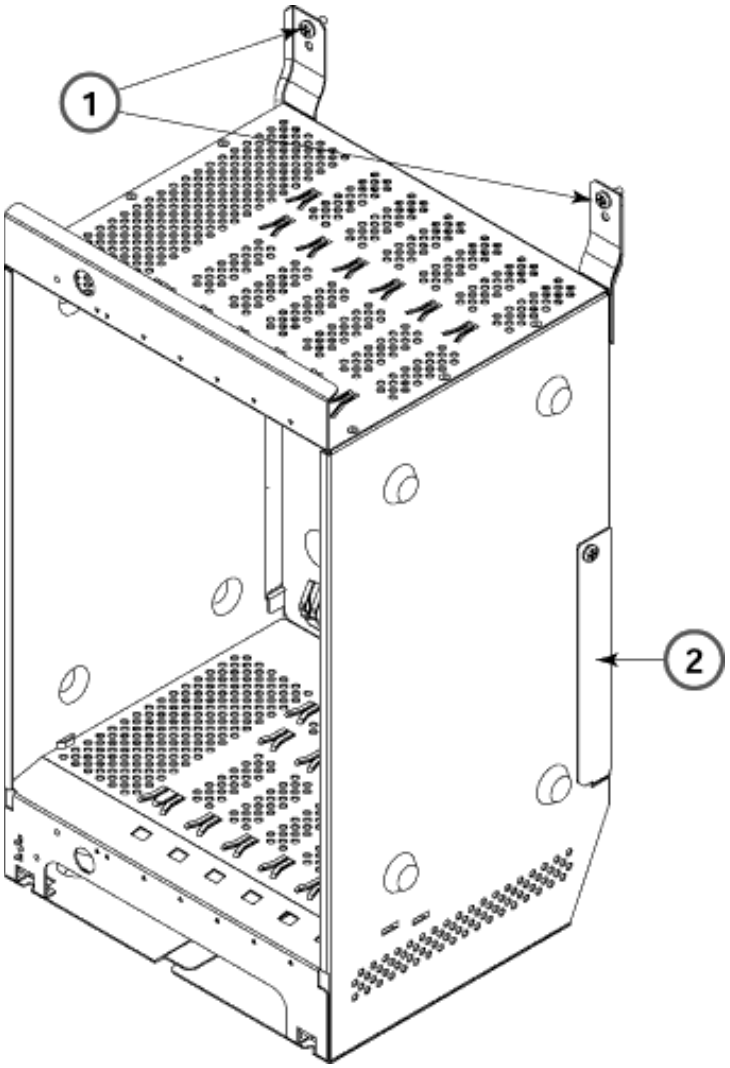

Figure 2-4. Securing the Left and Right Bracket
8. Secure the left and right mounting brackets to the backboard with a minimum of one #10 X 3/4” long wood screw in each bracket as shown in Figure 2-4 on page 2-6.
6. Secure the left and right mounting brackets to the backboard with a minimum of one #10 X 3/4" long wood screw in each bracket as shown in Figure 2-4 on page 2-6.